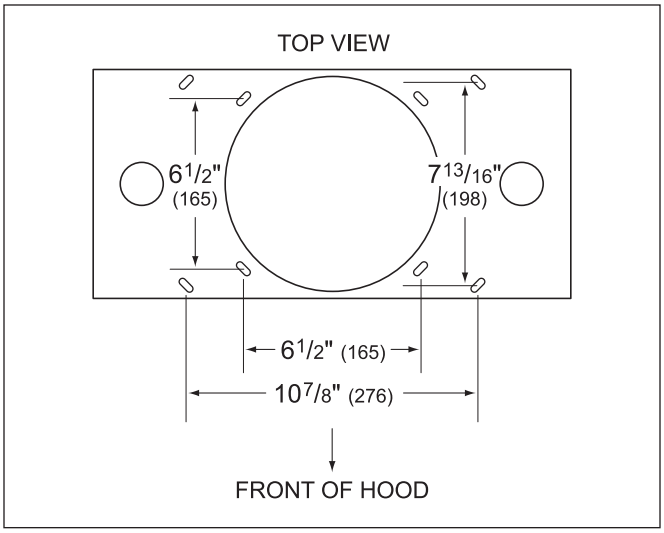

Figure 2-12 Telescopic Flue Mounting
1. At the island hood installation location, install two-by-four or 3/4”(19) plywood cross framing between ceiling joists. Refer to the island hood mounting pattern dimensions. (See Figure 2-12)